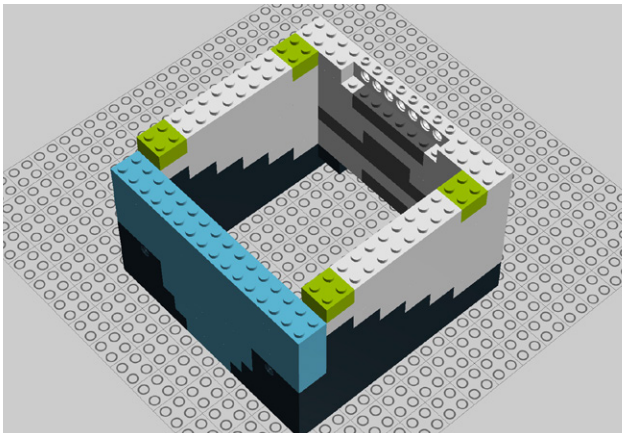

Figure 9-42. *Step 37: Adding 2x2 bricks*
37. Add two 2x2 bricks (Figure 9-42).